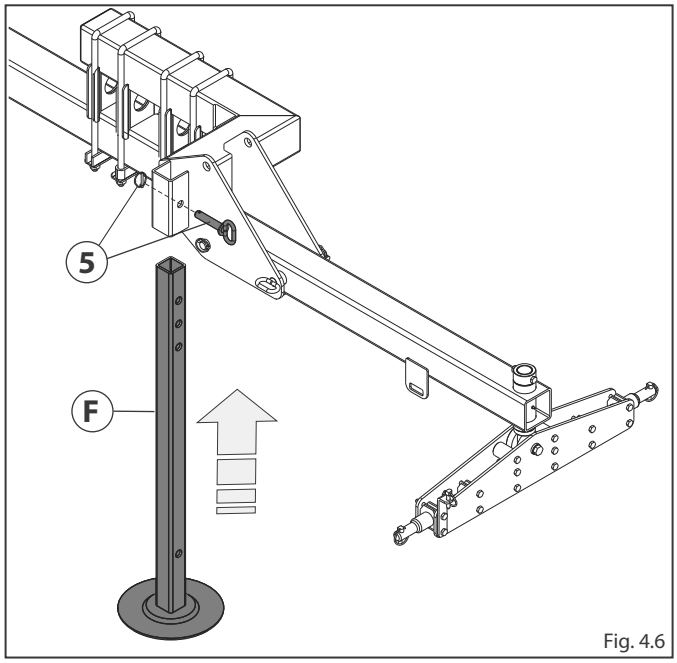

Fig. 4.6
- Fit the support foot **F** securing it with the pins **5** (Fig. 4.6).